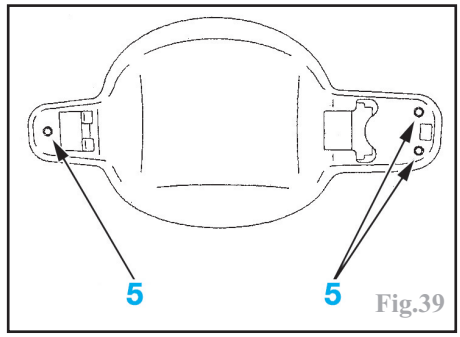

Fig.39
Percer les rivets (5) à l'aide d'un foret de **Ø 5 mm** (Fig.39).